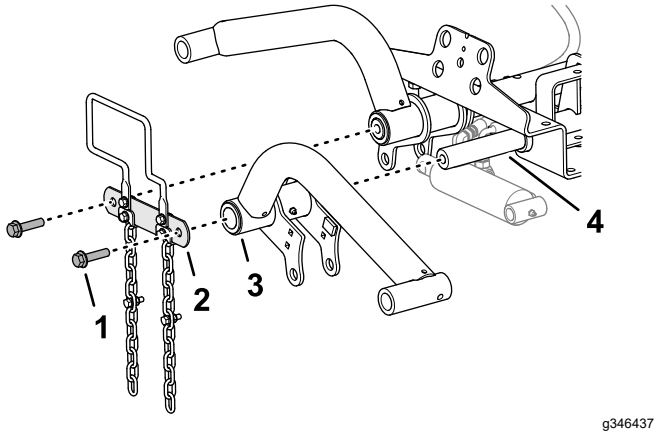

Figur 11
1. Monter løftearmene på løftearmenes drejeaksler som vist i Figur 11.
2. Monter drejeakselleddet til løftearmenes drejeaksler (Figur 11) med de 2 flangehovedmaskinskruer (½" x 2"), som du fjernede i Klargøring til montering af løftearmene (side 16).